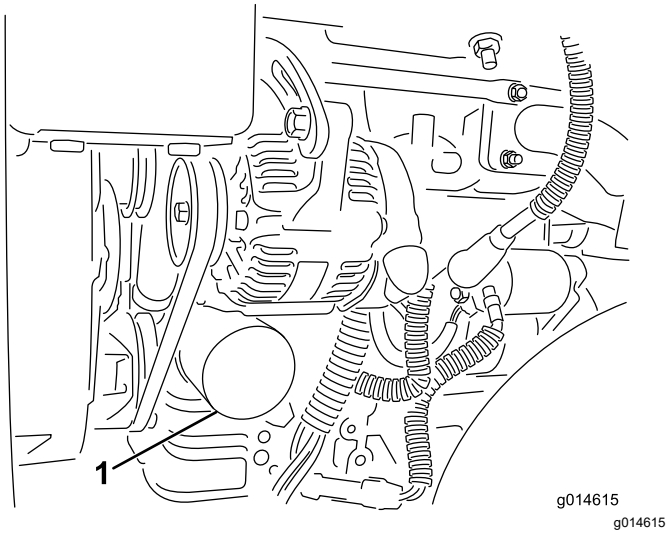

Figur 33
2. Fjern oliefilteret (Figur 33). Påfør et let lag ren olie på den nye filterpakning.